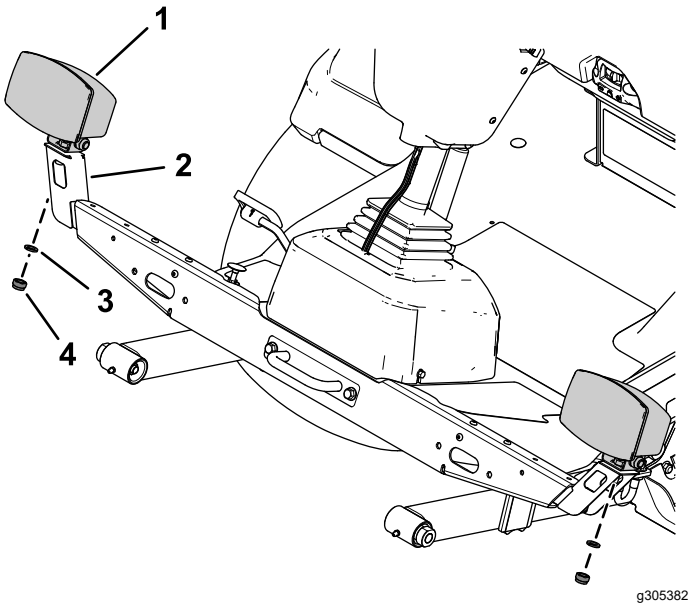

Figur 14
4. Fastgør den venstre lygteenhed og den højre lygteenhed til det venstre lygtebeslag og det højre lygtebeslag med låseskiverne og sekskantmøtrikkerne på lygteenhederne (Figur 14).